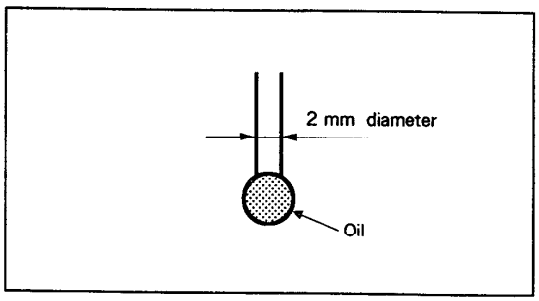

Fig. 2-2.
- By "one drop of oil" is meant the quantity of oil adhering to the end of a a 2mm-diameter rod as shown in Fig. 2-2.